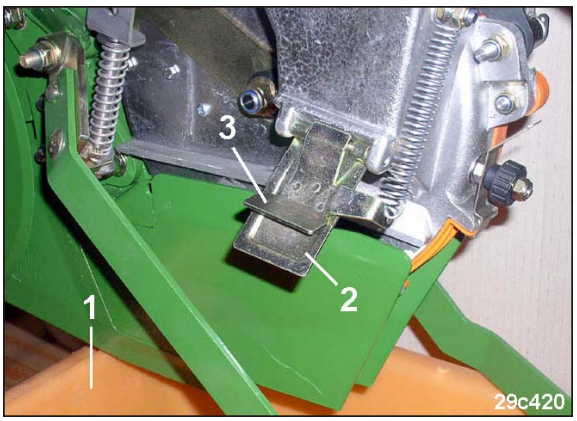

Fig. 108
3. Einen geeigneten Auffangbehälter (Fig. 108/1) unter das Säaggregat stellen.
4. Die federbelastete Klappe (Fig. 108/2) öffnen und den Saatgut-Behälter entleeren.
5. Die Klappe (Fig. 108/2) schließen.
Die federbelastete Klappe (Fig. 108/2) nur an der Lasche (Fig. 108/3) anfassen, sonst besteht Verletzungsgefahr beim Zuschlagen der Klappe.